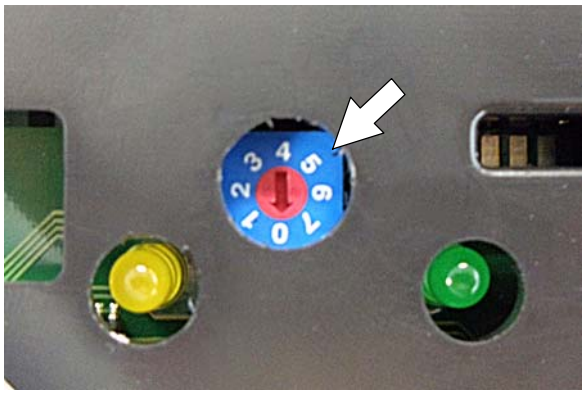

図 77
3. 小型の標準ドライバーを使用して、次の表に示すように、ダイヤルを適切なバッテリーの種類まで回します（図77）。